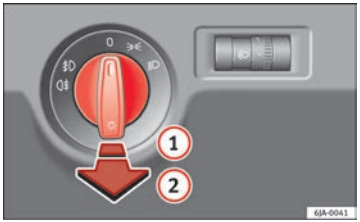

Fig. 56 Instrument panel: light switch ▶
– First turn the light switch ⇒ Fig. 56 to position ≋ or ≋D.
– Pull on the light switch to position (1).
– First turn the light switch ⇒ Fig. 56 ⇒ page 95 to position ≋ or ≋D.
– Pull on the light switch to position (2).